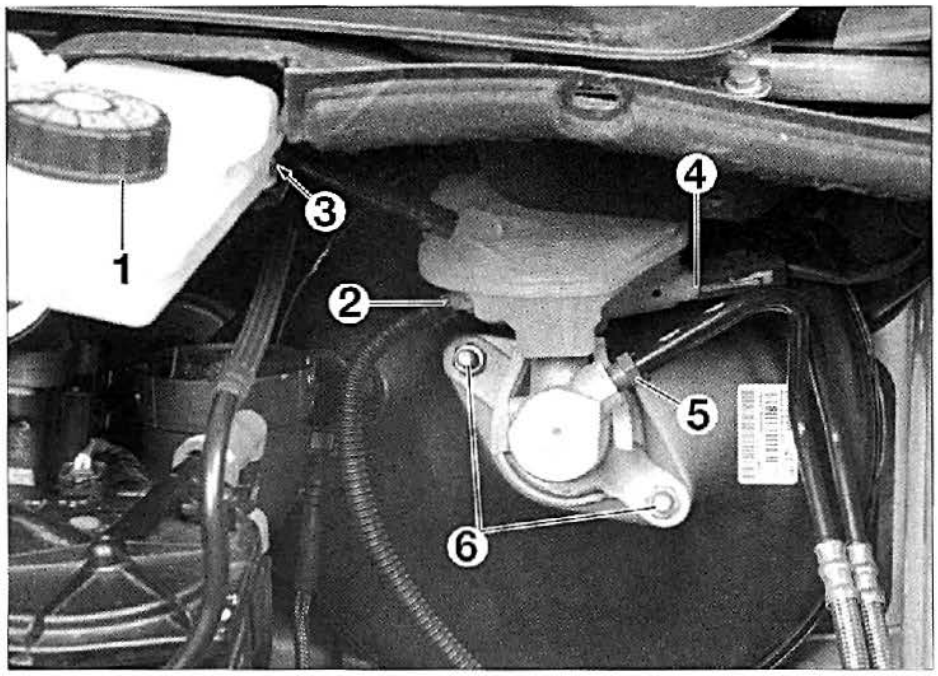

FIG. 13
- Desmontar el tapón del depósito superior (1) **(fig. 13)**.
- Desconectando el tubo (2) de alimentación de cilindro de mando de embrague, vaciar el líquido de freno contenido en los depósitos.